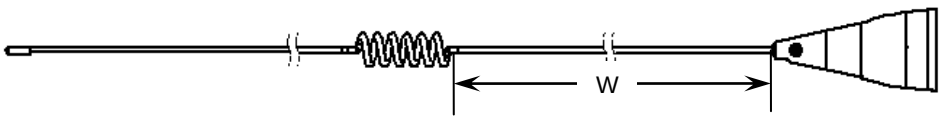

Figure 1
2. **NOTE:** Ensure the whip is located and completely seated inside the antenna whip adapter. The Tuned Length "W" is determined by measuring the distance between the top of the antenna adapter and the bottom of the antenna phasing coil as shown in **Figure 1.** With the whip removed from the adapter, the cut length dimension will be approximately 1 3/8" (35mm) longer than the Tuned Length "W".
5. Cut the antenna whip as required to establish the specified Tuned Length "W" as shown in **Figure 1**. Imperial and Metric units included for convenience.